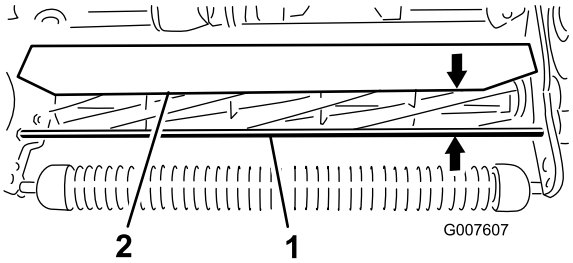

**Figur 55**
1. Mål avstanden fra toppen av den fremre støttestangen til den fremre kanten på skyddet, i hver ende av klippeenheten (Figur 55).